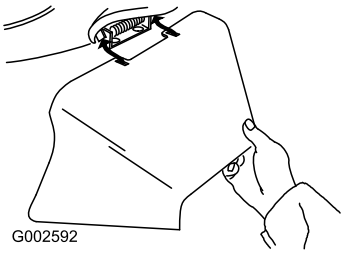

Figur 21
3. Montera sidoutkastarriktaren och stäng luckan till riktaren (Figur 21).